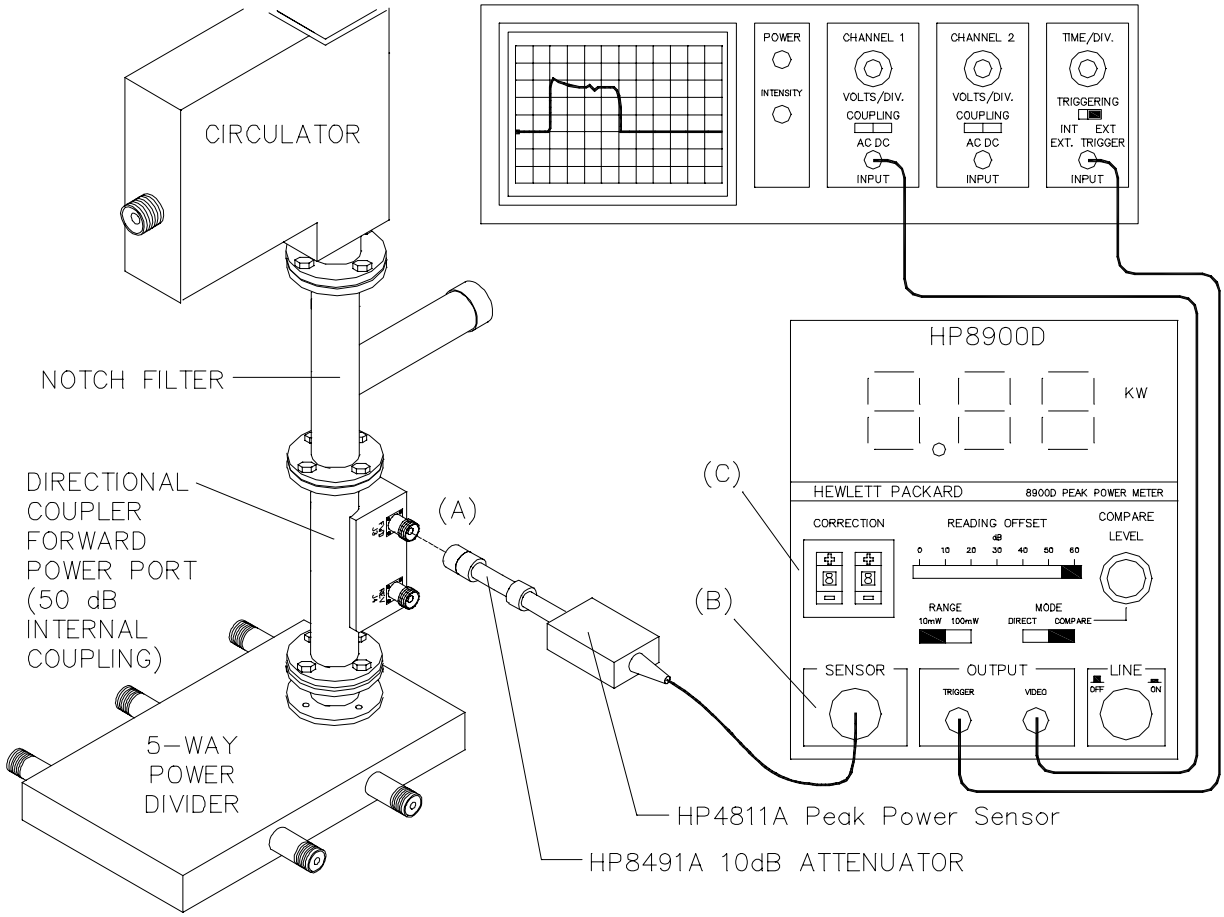

Figure 6-66 Test Equipment Setup for Measuring Peak Output Power
- 2 - BNC (M) to BNC (M) coaxial cables
1. Connect one end of the HP8491A 10-dB Attenuator to the HP84811A Power Sensor and the other end to the FWR (forward) power port of the Directional Coupler as illustrated in Figure 6-66.
2. Connect the output cable of the Power Sensor to the SENSOR input of the HP8900D Peak Power Meter (point B in Figure 6-66).
3. Determine the correction factor marked on the Power Sensor body that is nearest to the 400-MHz range and dial it into the CORRECTION switches on the front panel of the Peak Power Meter (point C in Figure 6-66).
5. Connect the *Trigger* Output of the HP8900D to the External Trigger Input of an oscilloscope using a BNC (M) to BNC (M) coaxial cable.
6. Connect the *Video* Output of the HP8900D to Channel One of an Oscilloscope using a BNC (M) to BNC (M) coaxial cable.